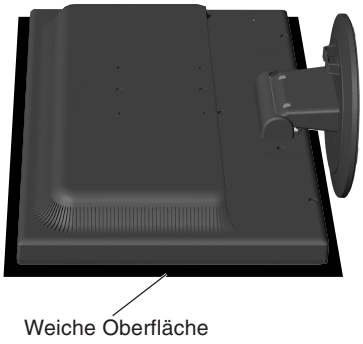

Abbildung R.1
2. Legen Sie den Monitor mit der Vorderseite nach unten auf eine weiche Oberfläche (**Abbildung R.1**).
1. Legen Sie den Monitor mit der Vorderseite nach unten auf eine weiche Oberfläch (**Abbildung R.1**).